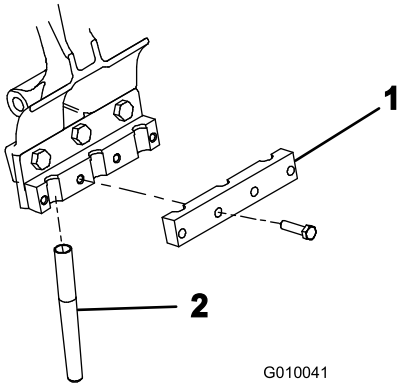

**Figur 24**
4. Monter en tineklemme løst på hver tineholder med 4 bolte (3/8 x 1-1/2 tommer) (Figur 24). Tilspænd ikke boltene.